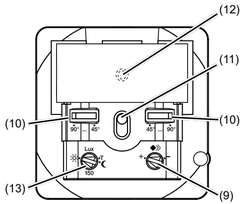
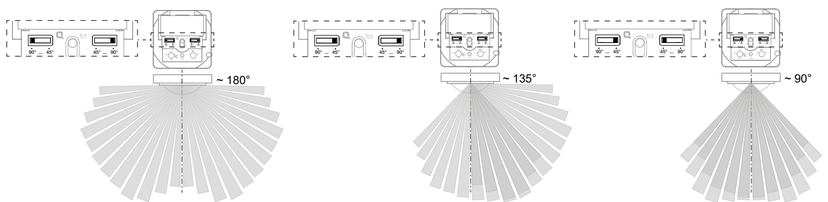

Fig. 5: Operation and adjustment elements
Fig. 8: Setting the detection angle
The detection angle can be restricted for the right side and for the left side via each adjuster (Fig. 5, 10) between 45° and 90° for each adjuster. This can be carried out on the device. The detection angle can therefore be between 90° and 180° (Fig. 8).
- Setting the test mode. To do this, set the response brightness potentiometer (Fig. 5, 13) to the **T** position.
- Turn the response brightness potentiometer (Fig. 5, 13) to the desired position.
- Turn the sensitivity potentiometer (Fig. 5, 9) to the desired position.